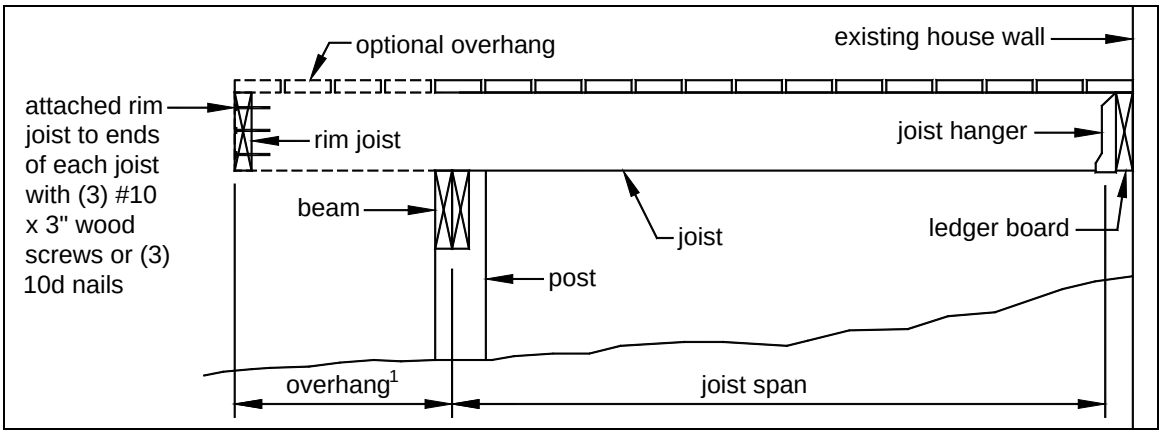
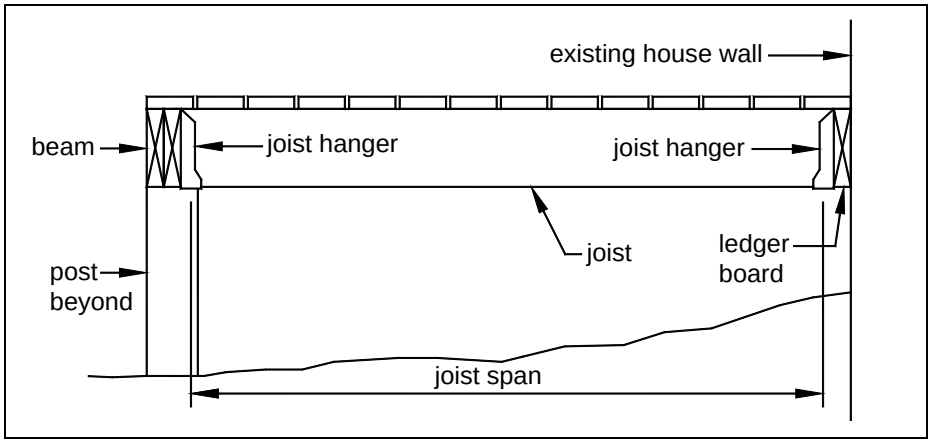
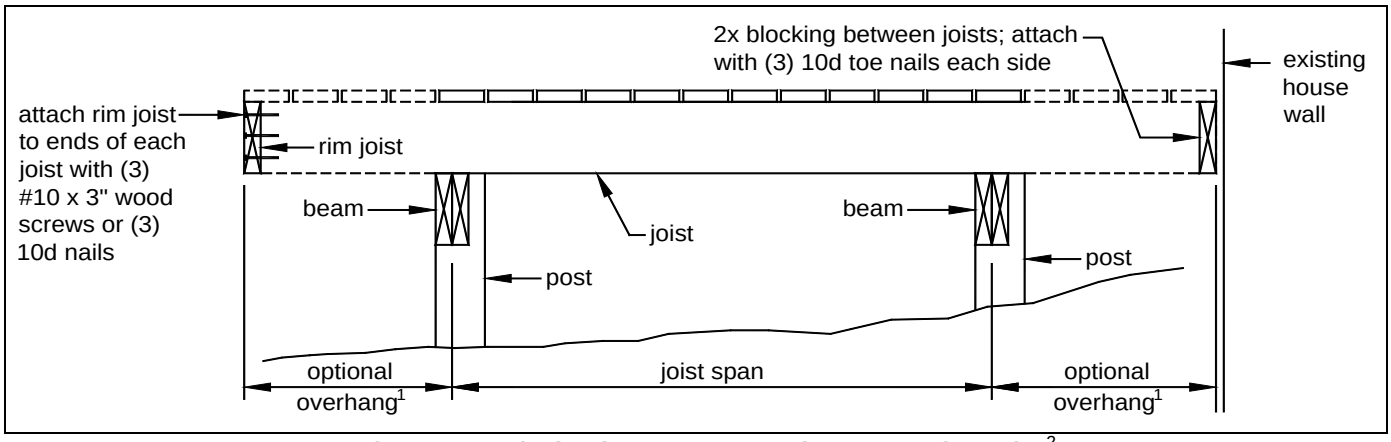
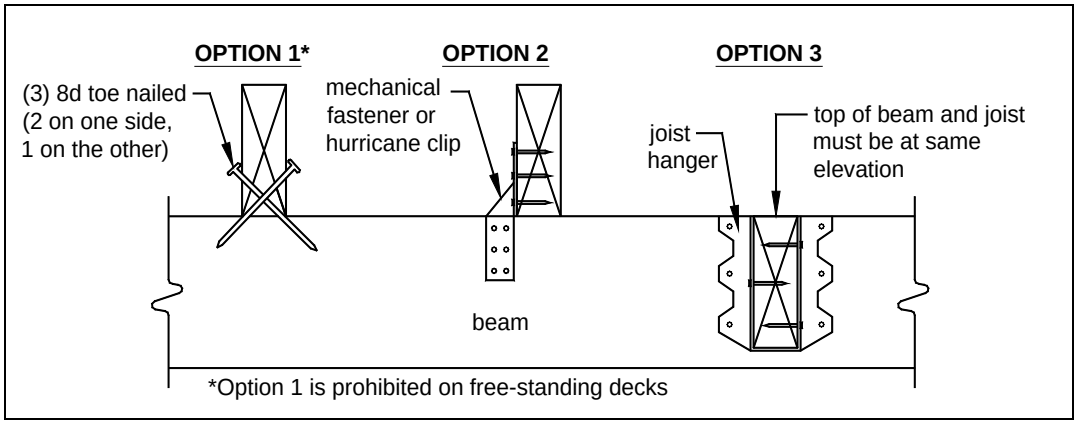

FIGURE 2: JOIST SPAN WITH OVERHANG - DECK ATTACHED AT HOUSE
FIGURE 3: JOIST SPAN - JOISTS ATTACHED TO SIDE OF BEAM
FIGURE 4: JOIST SPAN - FREE-STANDING DECK[2]
FIGURE 8: JOIST-TO-BEAM DETAIL
- See FIGURE 2 through FIGURE 4 for joist span types.
- Attach rim joist to end of joists as shown in FIGURE 2 and FIGURE 4.
Each joist shall be attached to the beam as shown in FIGURE 8. Use Option 1 or Option 2 when joists bear on or overhang past the beam as shown in FIGURE 2 and FIGURE 4. Use Option 3 when joists attach to the side of the beam as shown in FIGURE 3; however, the joist depth must be less than or equal in depth to the beam depth. See *Joist Hangers* below for information on hanger requirements. Mechanical fasteners or hurricane clips used in Option 2 shall have a minimum capacity of 100 lbs. in both uplift and lateral load directions. See manufacturer's instructions for minimum installation requirements.